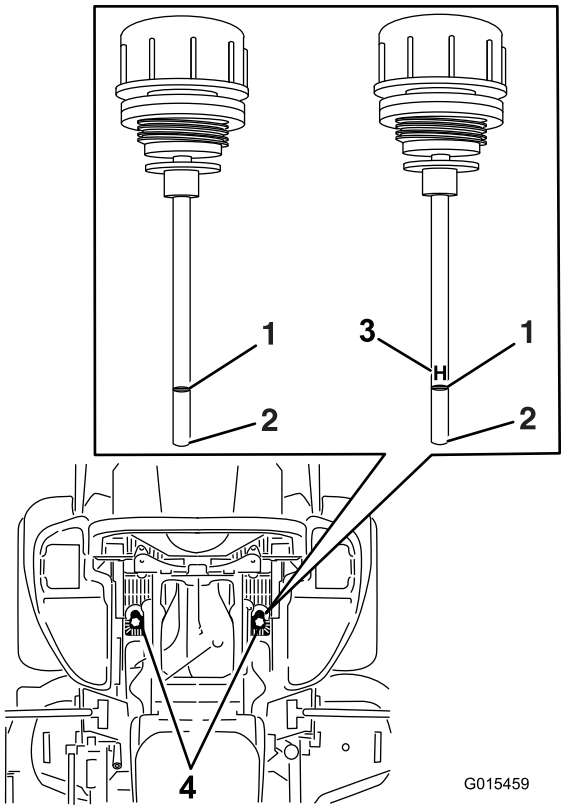

Figur 84
6. Rengør området omkring målepindene i hydrauliksystembeholderne (Figur 84).
7. Tag en målepind ud af hydraulikbeholderen (Figur 84).
9. Tag målepinden ud, og se på enden (Figur 84).